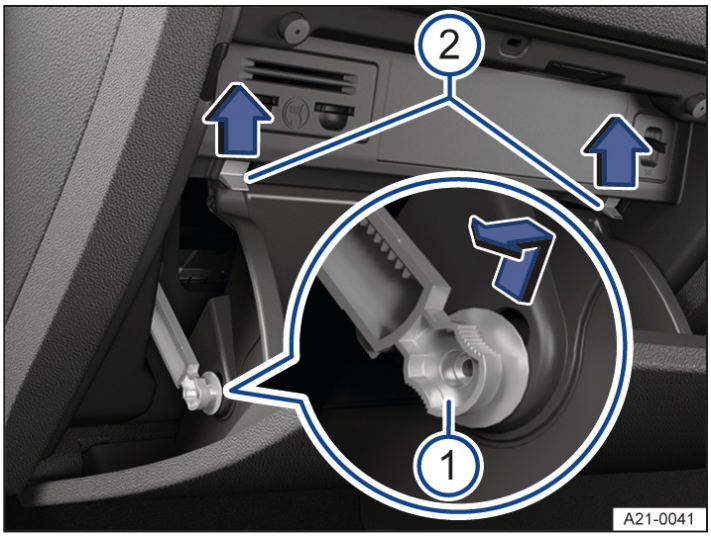

Fig. 2 On the passenger's side: Fuse box cover in the instrument panel (right-hand drive vehicles).
2. Push the brake element upward into the opening of the bracket and pull it out sideways in the direction of the arrow → *fig. 2* (1).
3. Press the stop pin upwards in the direction of the arrow, while at the same time opening the glove compartment further → *fig. 2* (2).
2. Insert the brake element into the opening of the bracket and push it in the opposite direction to the arrow until it engages → *fig. 2* (1).
3. Carefully push the glove compartment forward over the resistance of the stop pins→ *fig. 2* (2).